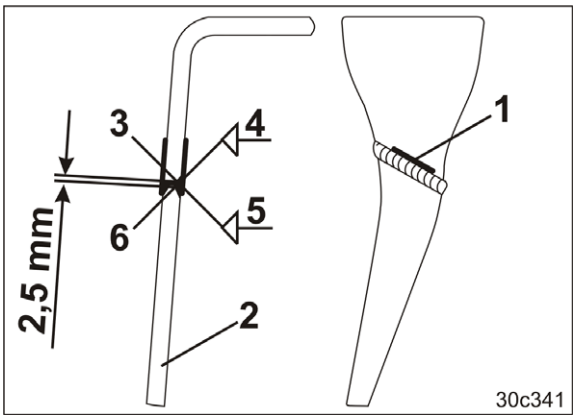

Fig. 260
3. Skil den gamle jordbearbejdningstand ved markeringen (Fig. 260/1).
4. Fastgør påsvejsningsspidsen (Fig. 260/2) med tandrodssvejsning (Fig. 260/3) på tandstykket.
6. Færdiggør påsvejsningsspidsen med dæklagssvejsning (Fig. 260/6).